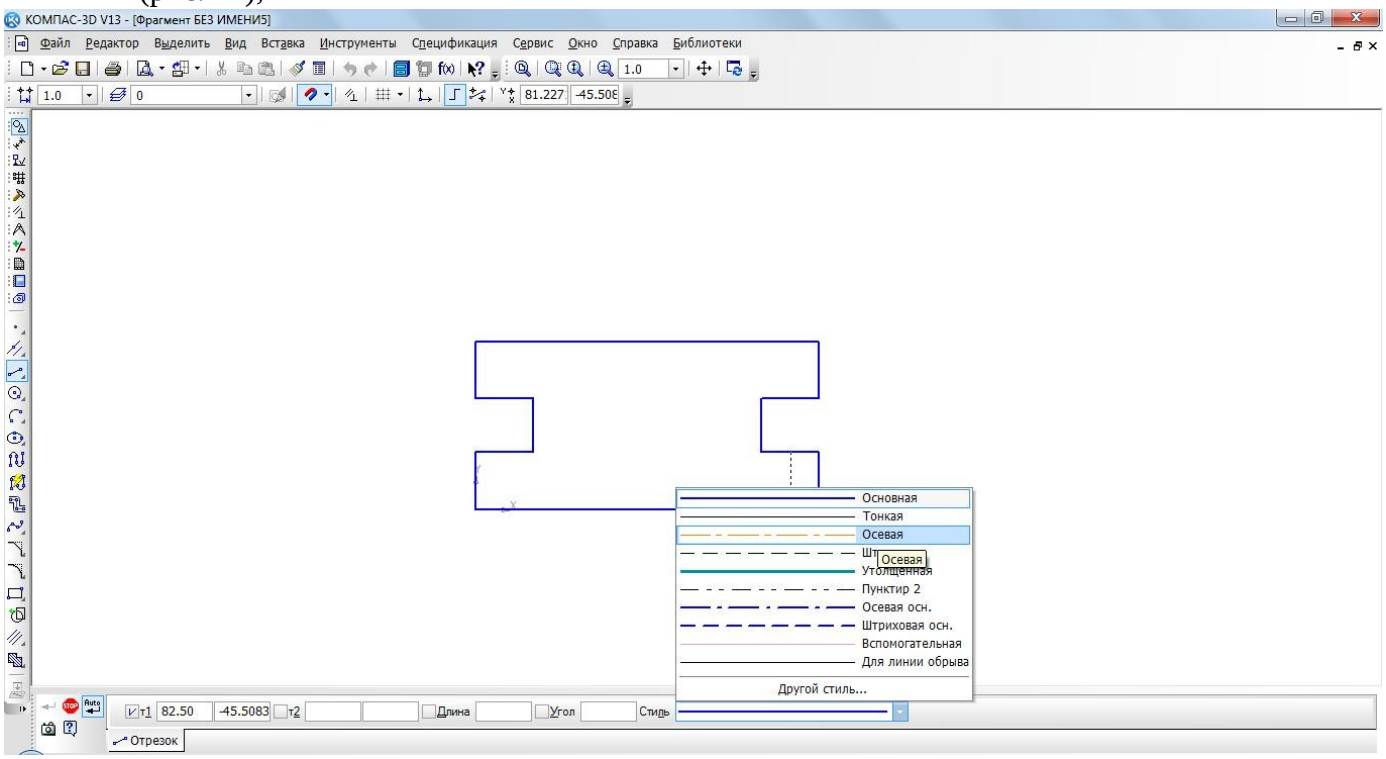

Рис. 12.
6. на панели **Свойств** щелкните ЛКМ в поле **Стиль** и щелчком выберите тип линии **Осевая** (рис. 12);